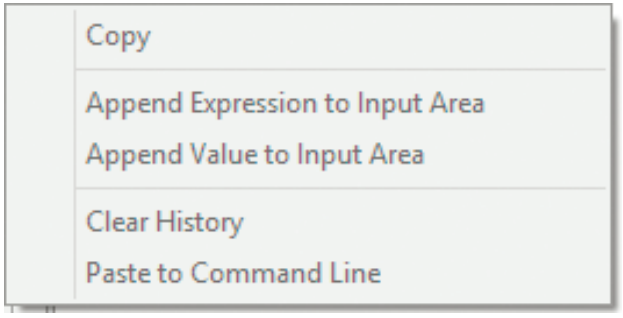

Рис. 13.4. Контекстное меню области журнала калькулятора
- Область журнала – отображает бегущий список ранее вычисленных выражений. В контекстном меню области журнала содержится несколько пунктов, включая пункт для копирования выбранного выражения в буфер обмена (рис. 13.4):